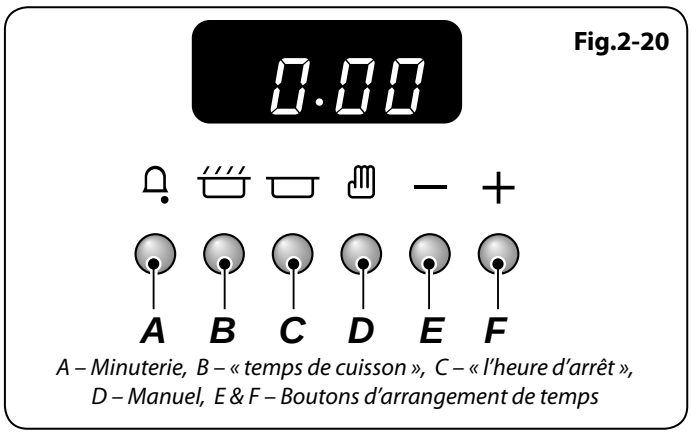

Fig.2-20
Vous pouvez utiliser la minuterie à six (6) boutons **(Fig.2-20)** pour allumer ou éteindre le four. L'horloge doit être réglée à l'heure de la journée avant que le four fonctionne.